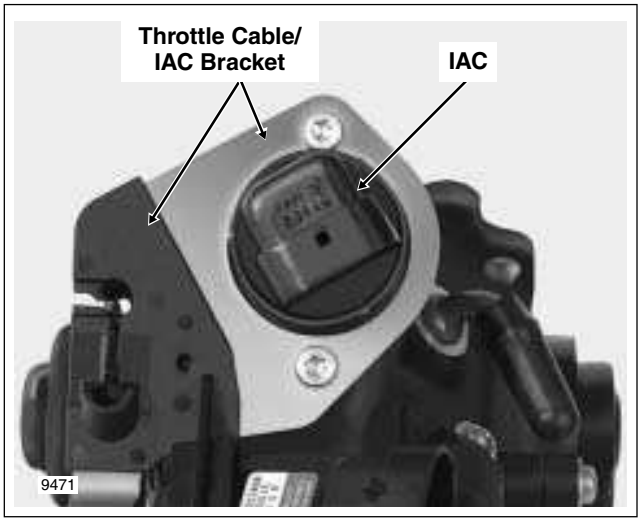

Figure 9-33. Remove Screws to Release Bracket
2. Remove two T20 TORX screws to release throttle cable/ IAC bracket from induction module. Discard screws. See Figure 9-33.
4. Align holes in throttle cable/IAC bracket with thru holes in flange of IAC. See Figure 9-33.
5. Install two **new** T20 TORX screws and alternately tighten to 20-35 **in-lbs** (2.3-4.0 Nm). See Figure 9-33.
2. Remove two T20 TORX screws to release throttle cable/IAC bracket from induction module. Discard screws. See Figure 9-33.